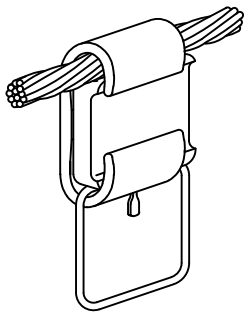

FIGURE 2
*** WHEN TAPPING LINE CONDUCTOR WITH A HOT LINE CLAMP, USE WEDGE CONNECTOR/STIRRUP COMBINATION AS SHOWN IN FIGURE 2.